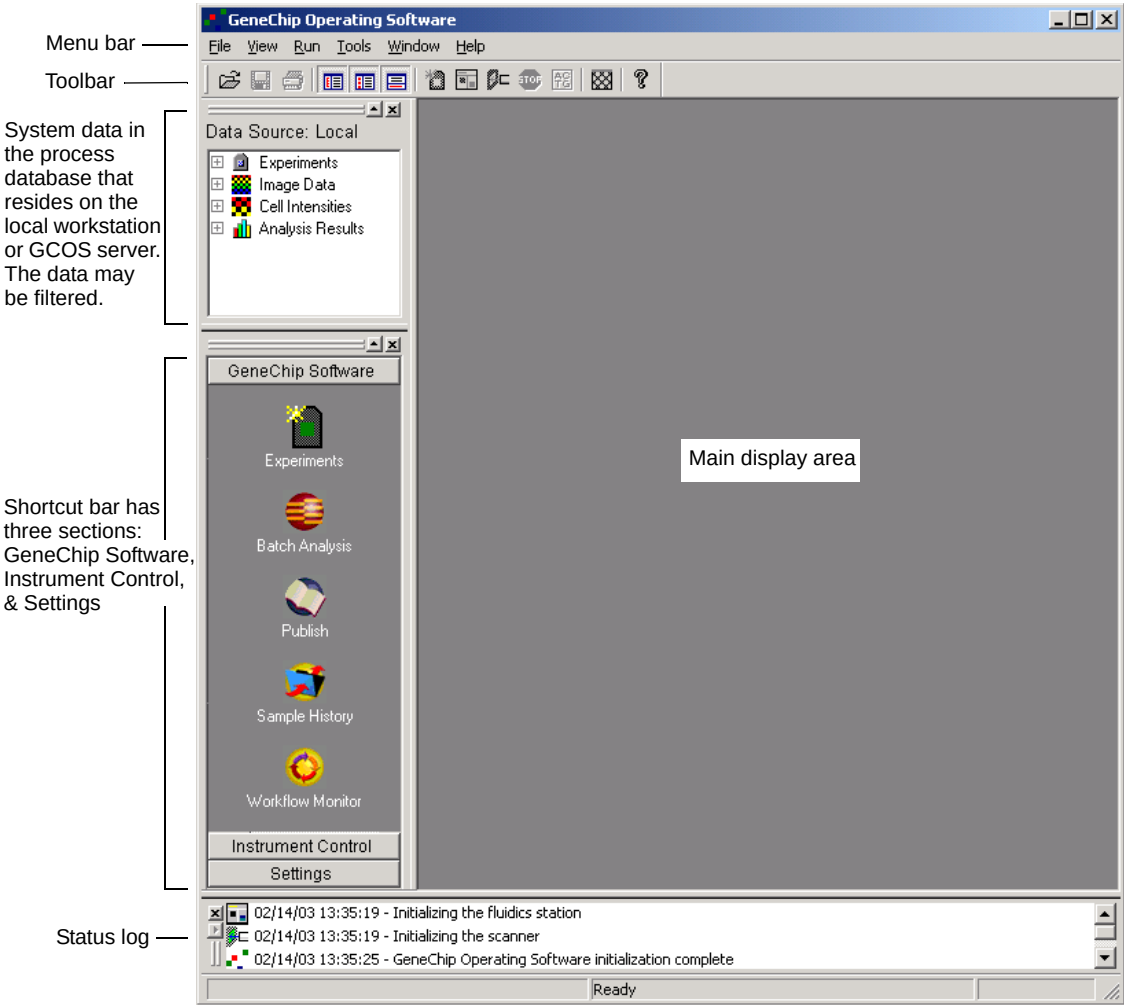
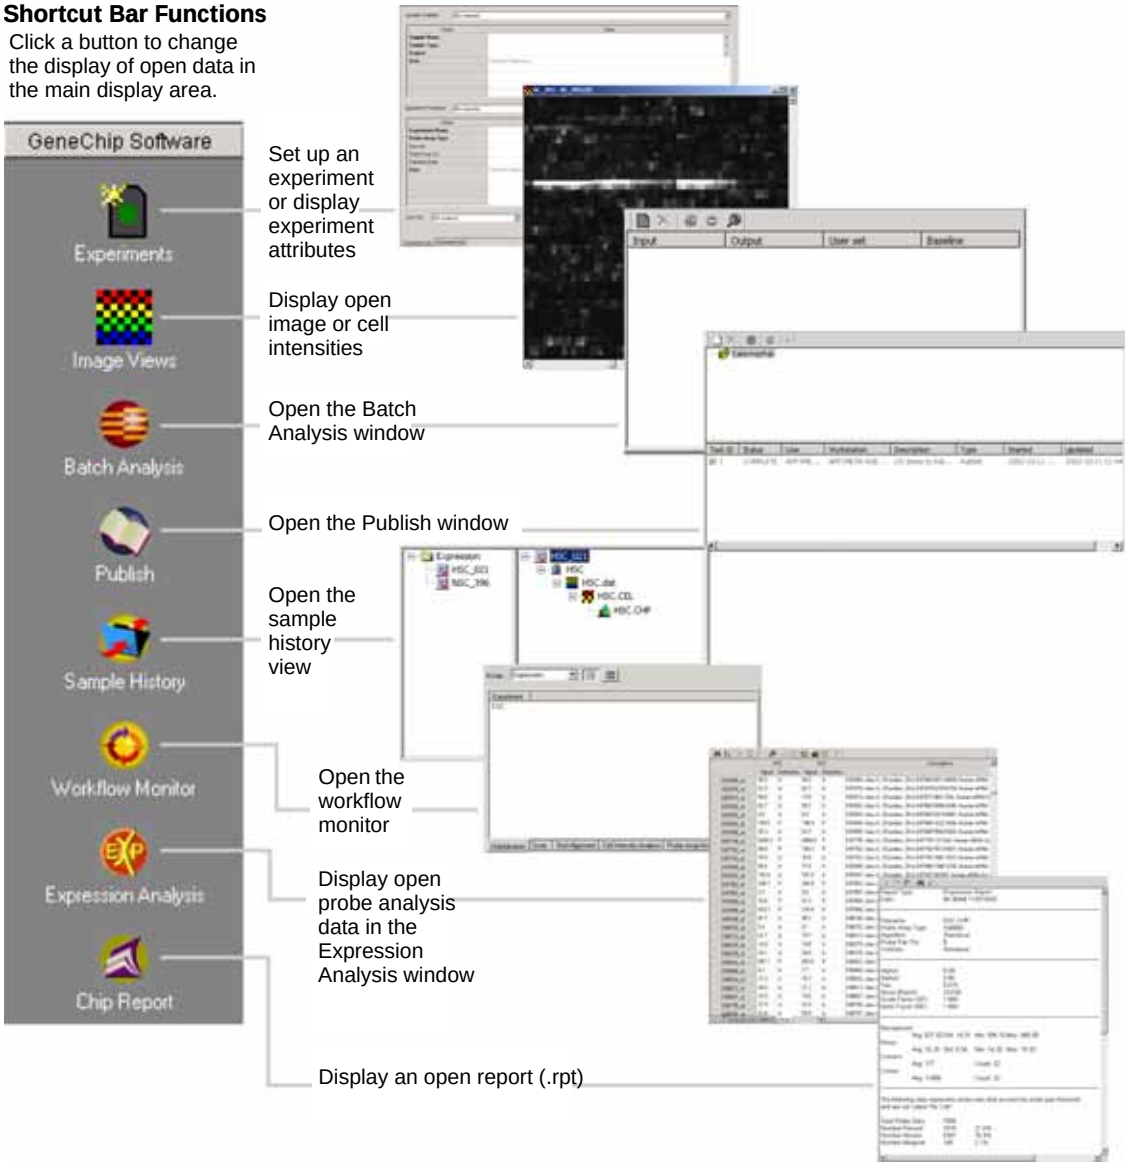
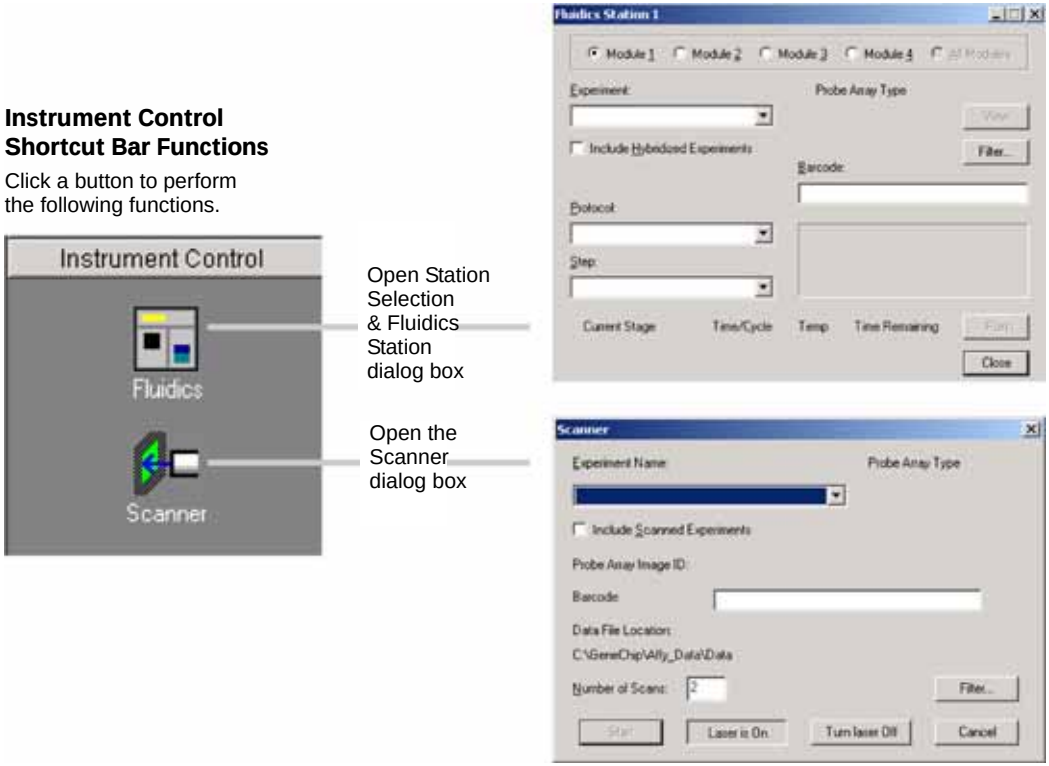

Figure 5.1
Figure 5.3
Figure 5.4
When GCOS starts, the program displays the shortcut bar, data tree, and status log **(Figure 5.1)**.
- To display a particular section of the shortcut bar, click the shortcut bar section name (**Figure 5.3** through **Figure 5.4**).
Figure 5.1 shows the GeneChip Software shortcut bar at startup. Additional buttons may be displayed in the shortcut bar, depending on the data types that are open **(Figure 5.3)**.
The status log displays system status messages **(Figure 5.1)**.
2. Click a GeneChip Software shortcut bar button **(Figure 5.3)** to toggle the view between the different types of open data.